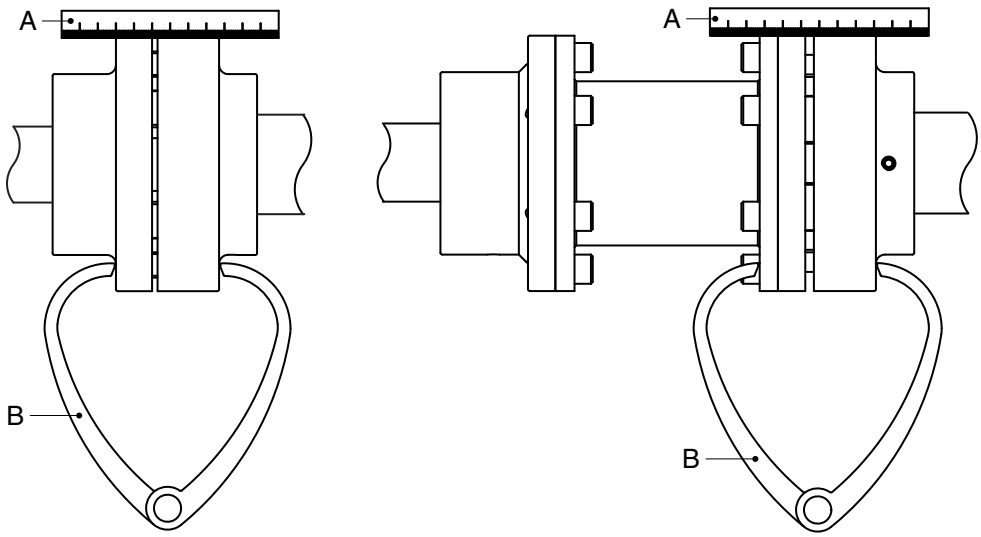

Figuur 3: Uitlijnen van de koppeling met behulp van een liniaal en een krompasser.
1 Plaats een liniaal (A) op de koppeling. Plaats of verwijder zo veel koperen vulplaatjes als nodig is om de elektromotor op de juiste hoogte te brengen, zodat de liniaal over de gehele lengte op de beide koppelingshelften rust, zie figuur 3.
3 Controleer de uitlijning nogmaals met behulp van een diktepasser (B) op 2 diametraal tegenover elkaar liggende punten op de zijkanten van de koppelingshelften, zie figuur 3.